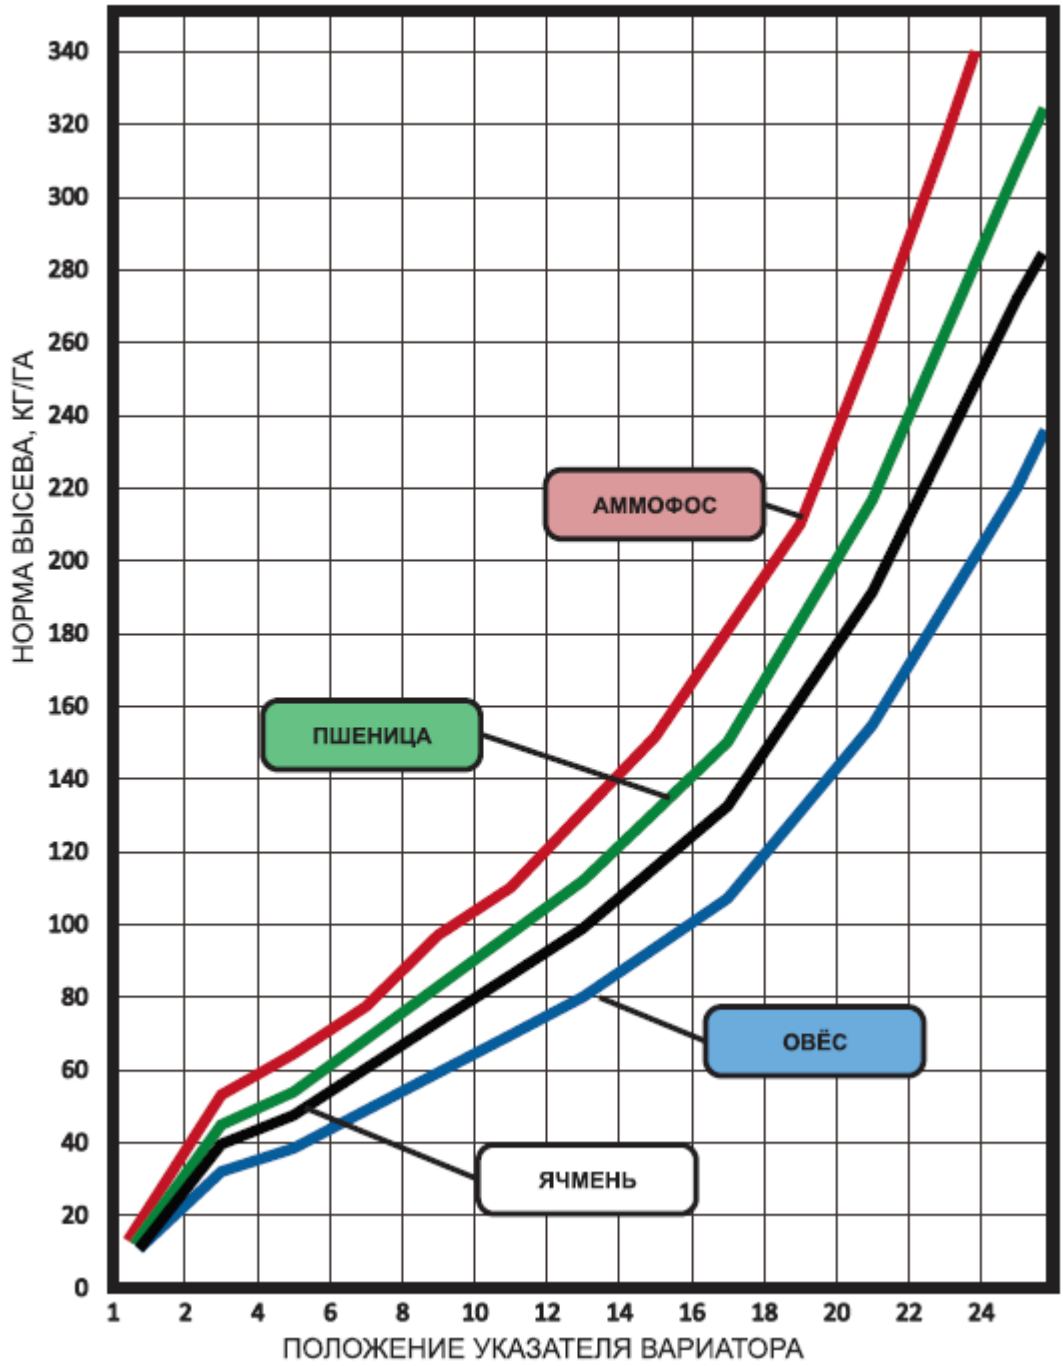

Рисунок 59 – Диаграмма ориентировочной нормы высева: Аммофос, пшеница, овёс, ячмень
1. Выбрать в соответствии с диаграммой ориентировочной нормы высева **рис. 59, 60** начальное положение по шкале вариатора, в соответствии с требуемой нормой высева.